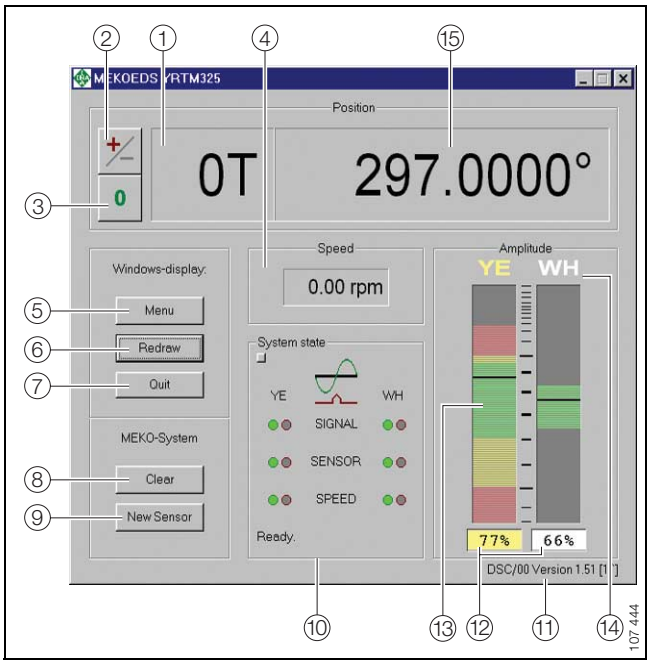
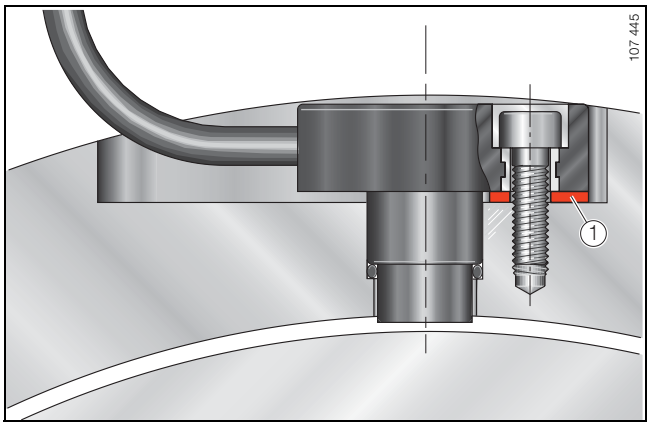
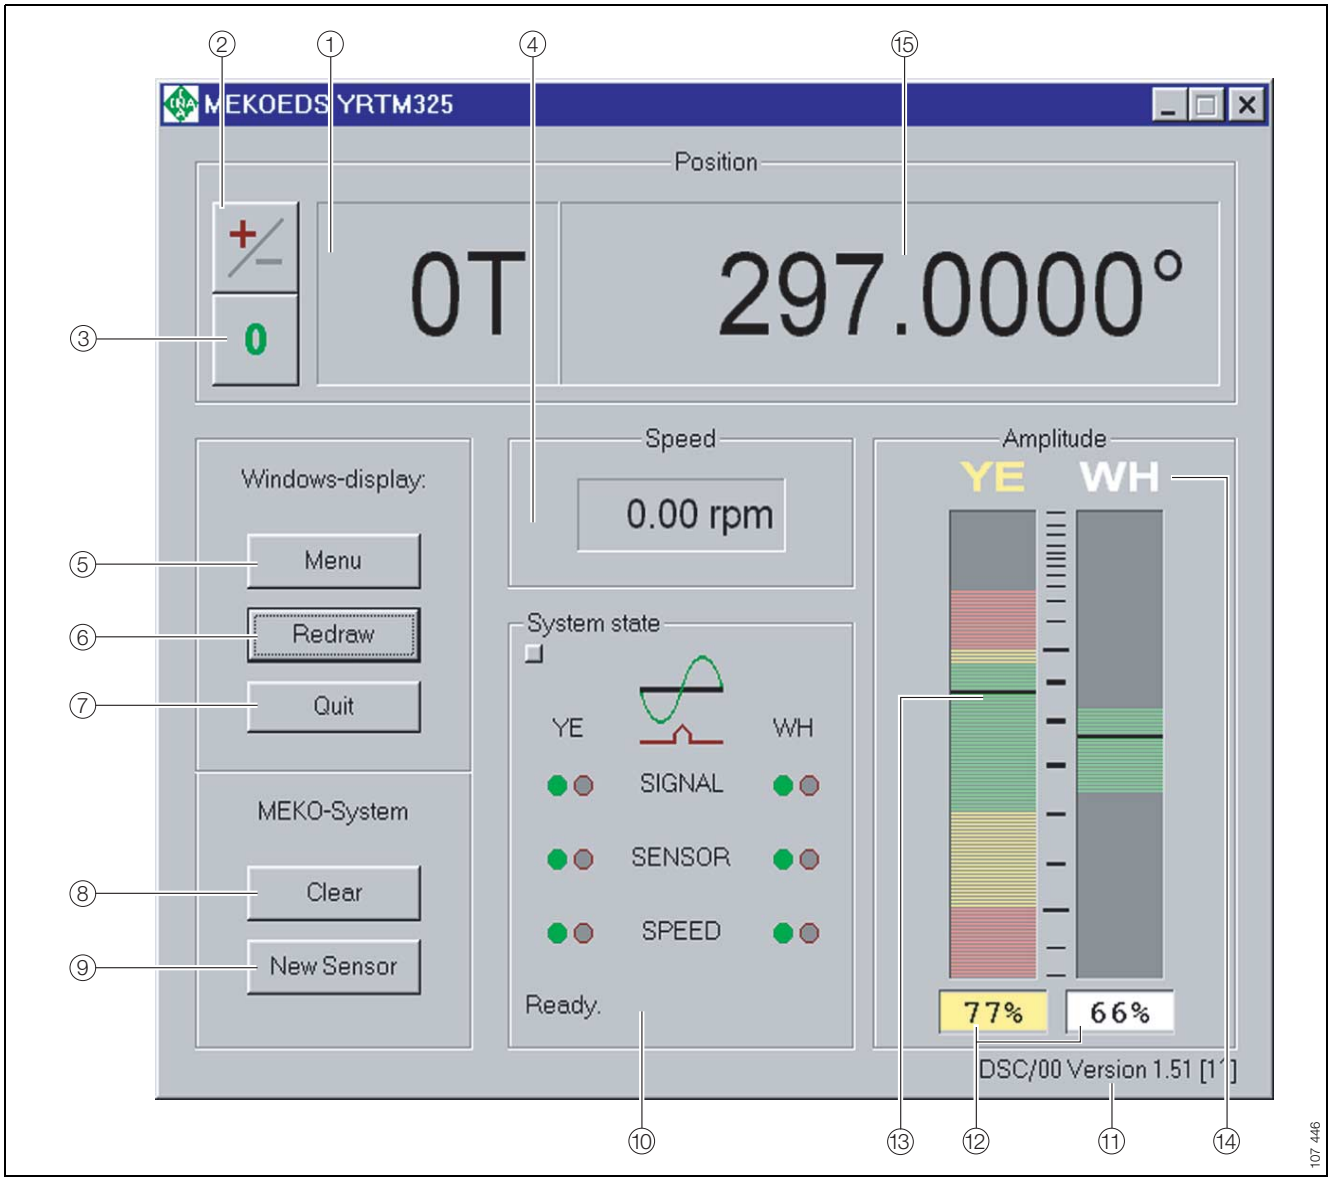

Figure 3 · Interface of main program
Figure 4 · Setting the distance between the measuring heads and the shaft washer, only possible using *MEKOEDS*
Figure 5 · Interface of main program
The interface for the main program appears (Figure 3). For a complete explanation of the interface, see page 8, Figure 5 and page 9, Table 3.
- Set the distance between the sensors and the outside diameter of the shaft washer using the amplitude display (in % ⑫ or slide bar ⑬) (Figure 3, ⑫, ⑬)
- the amplitude of the sensor signals should be numerically between 60% and 80% (Figure 3, ⑫) (1% = approx. 1 µm distance).
- the amplitude slide bars ⑬ are divided into three colours. The distance should preferably be set within the green range (see Table *Amplitude ranges).*
- Set the distance to the correct value using shims (Figure 4, ①).
- Execute the *New Sensor command* (Figure 3, ⑨) in the main program.
- change the distance between the sensors and the shaft washer, execute the command *New Sensor* and readjust (see page 6, Figure 4).
Interface of main program (Figure 5)